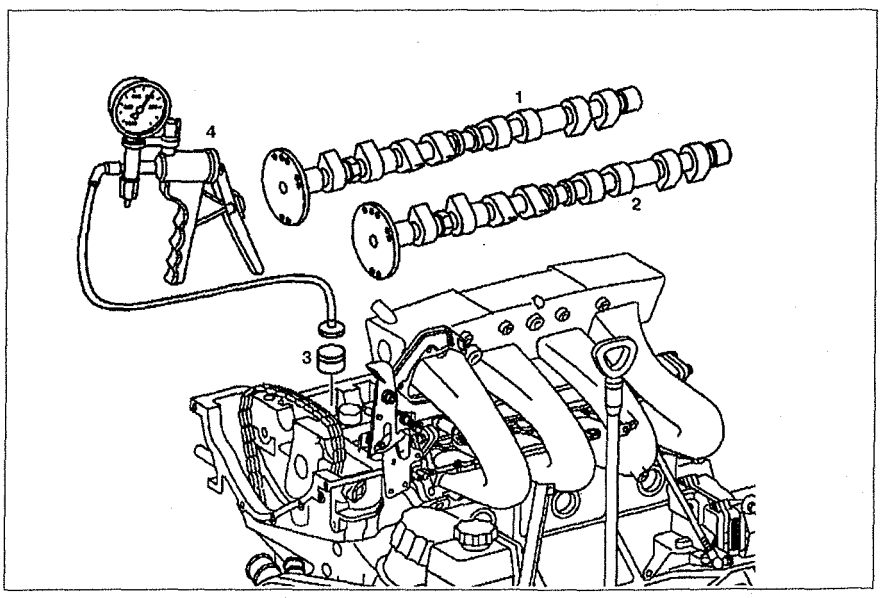

Рис. 2.35. Снятие гидрокомпенсатора с помощью ручного вакуумного насоса:
4. Снимите гидрокомпенсатор **3** с помощью ручного вакуумного насоса **4**. Не применяйте для снятия магнит (см. рис.2.35).